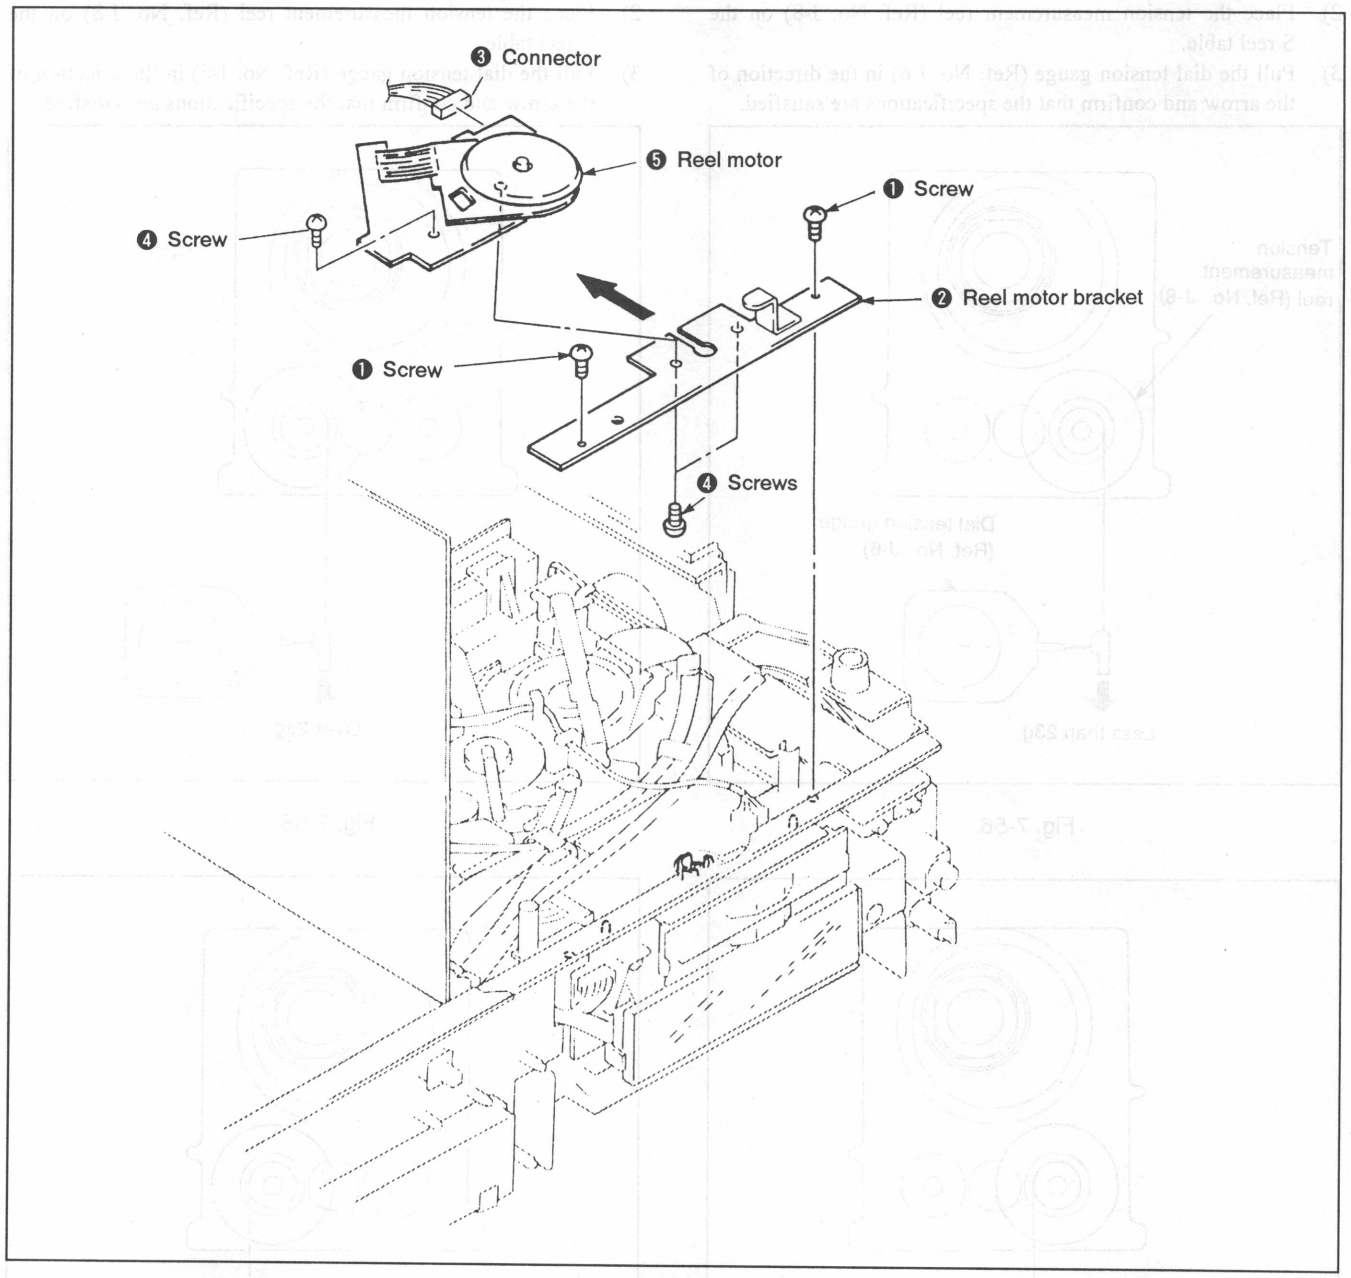

Fig. 7-55.
1. Removal (See Fig. 7-55.)
2. Mounting (See Fig. 7-55.)